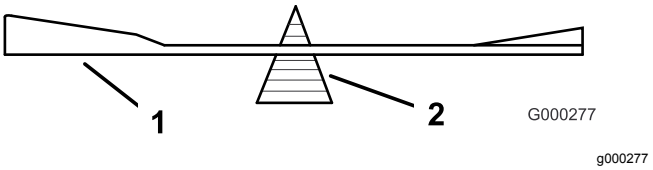

Figur 112
2. Sjekk knivens balanse ved å legge den på en balanseringsinnretning (Figur 112).